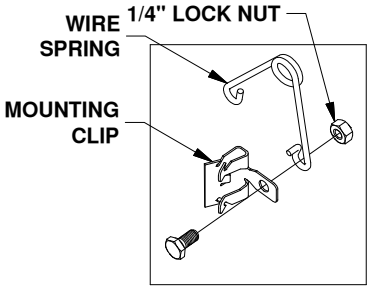
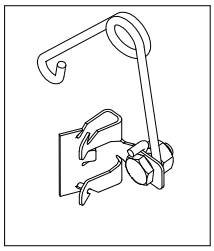

FIGURE B1: Leveling kit parts.
FIGURE B2: Assembled leveling kit.
1. Locate the 1/4" cap screw and nut, along with the wire tension spring and mounting clip. Pass the 1/4" cap screw through the mounting clip and the wire spring as shown in Figure B1. Thread the 1/4" lock nut onto the 1/4" cap screw. Tighten the lock nut just enough that the spring will stay in place but will still be able to rotate around the bolt if needed, see Figure B2.